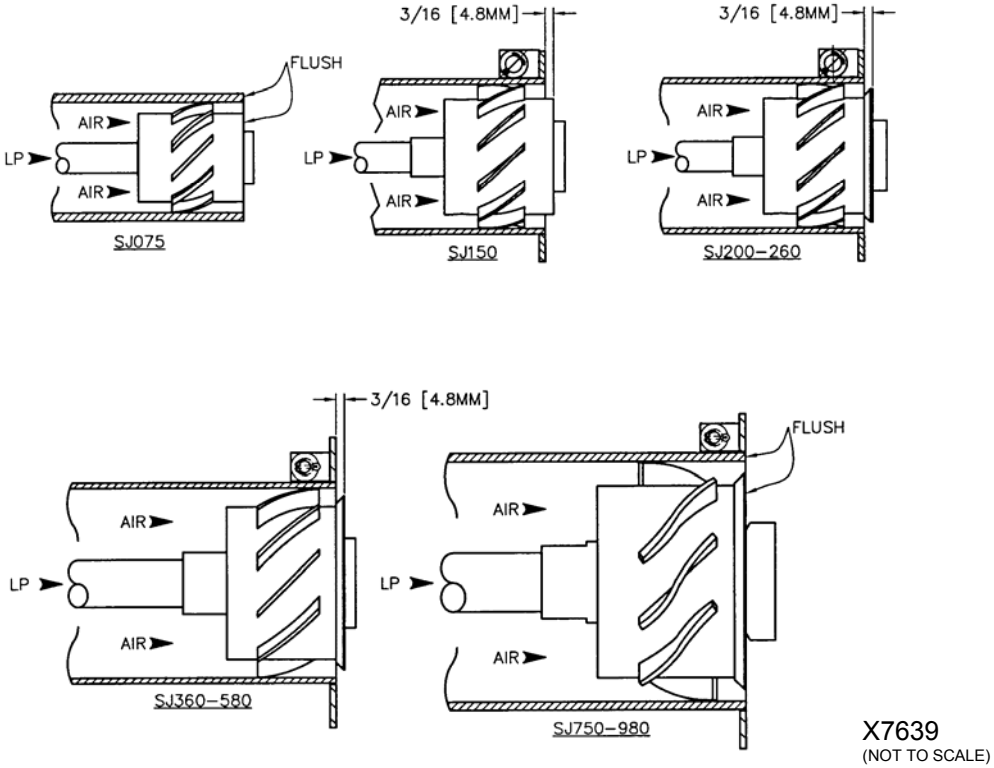

Figure 22. LP Nozzle Position
3. Note the present orientation of the LP nozzle while assembled in the burner. Determine if the nozzle must be retracted into or extended out of the primary tube (see Figure 22).